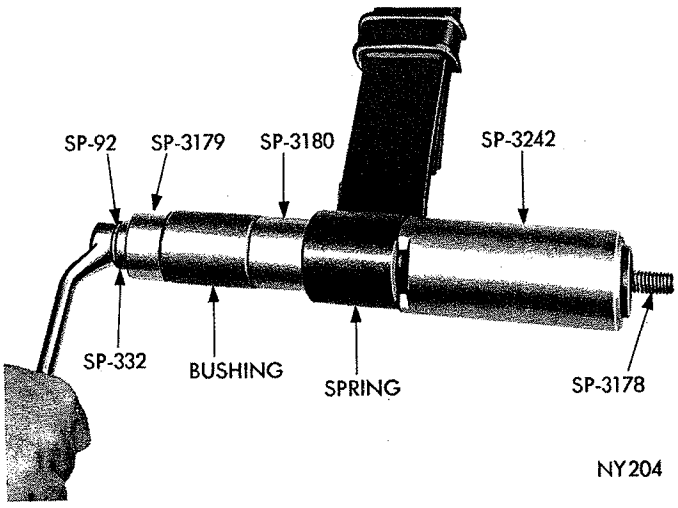

*Fig. 9—Pivot Bushing Replacement*
(1) Raise car so spring is relaxed with rear wheels just touching floor. **Do not permit weight of rear axle to be suspended on fully extended shock absorbers.**
(2) To replace front bushing, remove rear spring front hanger from body bracket. Remove pivot bolt and hanger from spring.
(3) Place new bushing on Tool C-3729 (Fig. 9). Arrange tool on spring eye, then press out old bushing while pressing new bushing in the one operation.
(4) Assemble front hanger to spring, but do not tighten pivot bolt nut until full weight of vehicle is on the wheels.
(5) Attach spring hanger to body bracket and tighten mounting bolts to 30 foot-pounds.